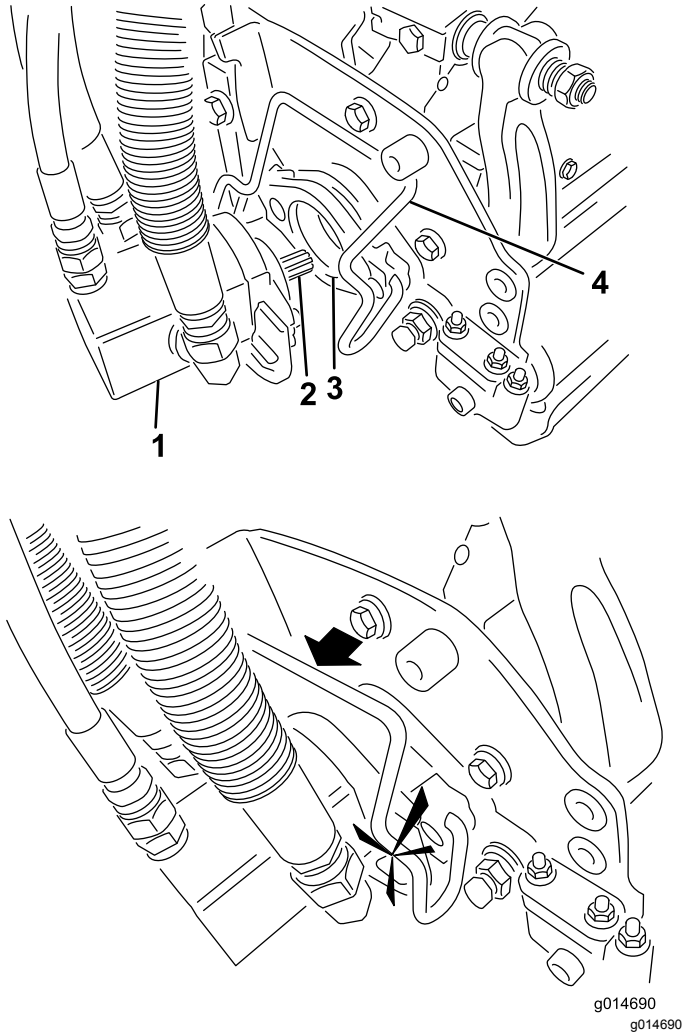

Bild 4
4. Setzen Sie den Motor in die linke Seite des Rasenlüfters (aus Sicht der Bedienerstellung) ein und ziehen Sie die Motorbefestigungsstange am Rasenlüfter zum Motor, bis Sie einen deutlichen Klick von beiden Seiten des Motors hören (Bild 4).